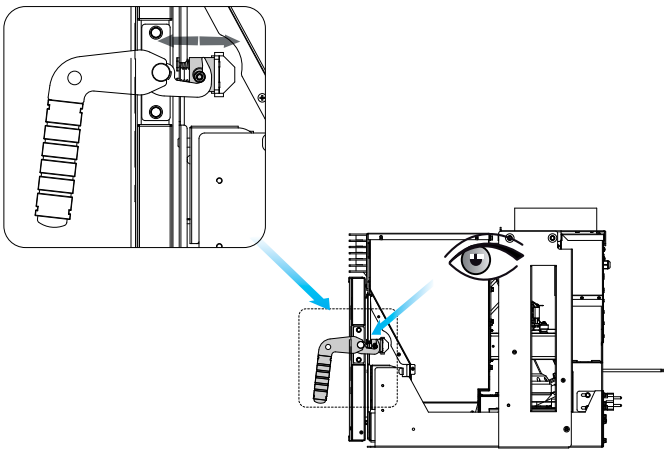

fig. 7.20
N) Vérifiez le bon fonctionnement du ressort de verrouillage de la porte comme indiqué sur la fig. 7.20